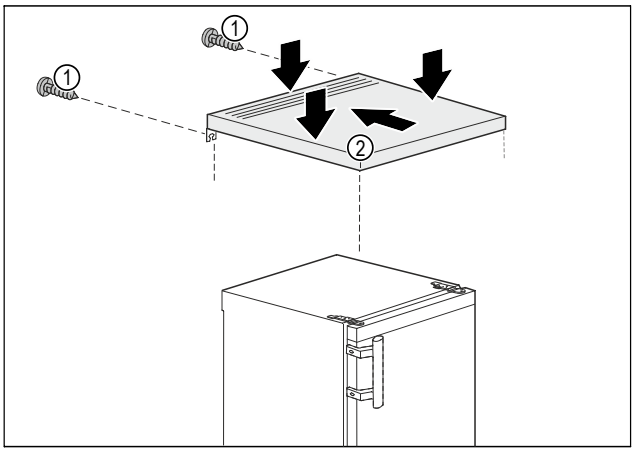

Fig. 4
▶ Aseta pöytälevy *Fig. 4 (2)* laitteen päälle.
▶ Työnnä pöytälevyä *Fig. 4 (2)* taaksepäin.
▶ Paina pöytälevyä *Fig. 4 (2)* takaa alaspäin.
▶ Kierrä takapuolella olevat ruuvit *Fig. 4 (1)* kiinni.
▷ Pöytälevy *Fig. 4 (2)* on asennettu.